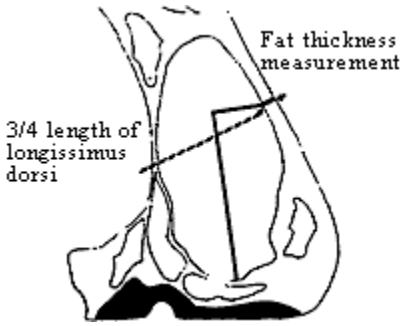

Figure 4. Location of fat thickness measurement
1. **Adjusted fat thickness.** External fat is measured at the 12th rib perpendicular to the outside fat at a point 3/4 the length of the rib eye (longissimus) muscle (*Figure 4*). This measurement may be adjusted by the grader to reflect unusual fat distribution in the carcass. Special attention is given to fat deposition in the cod or udder, rump, inside round, flank, lower rib, plate and brisket areas. External fat is the most important yield grade factor. As external fat increases, the percentage of retail cuts decreases.